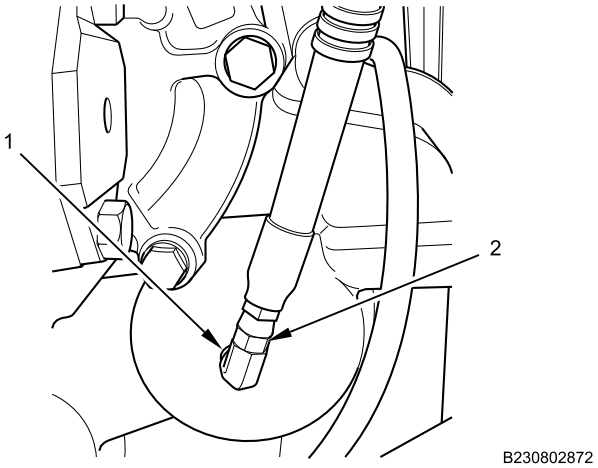

Figure 5. Front of Transfer Case.
8. Disconnect front transfer case oil cooling hose (Figure 5, Item 2) from transfer case fitting (Figure 5, Item 1). Plug end of hose.